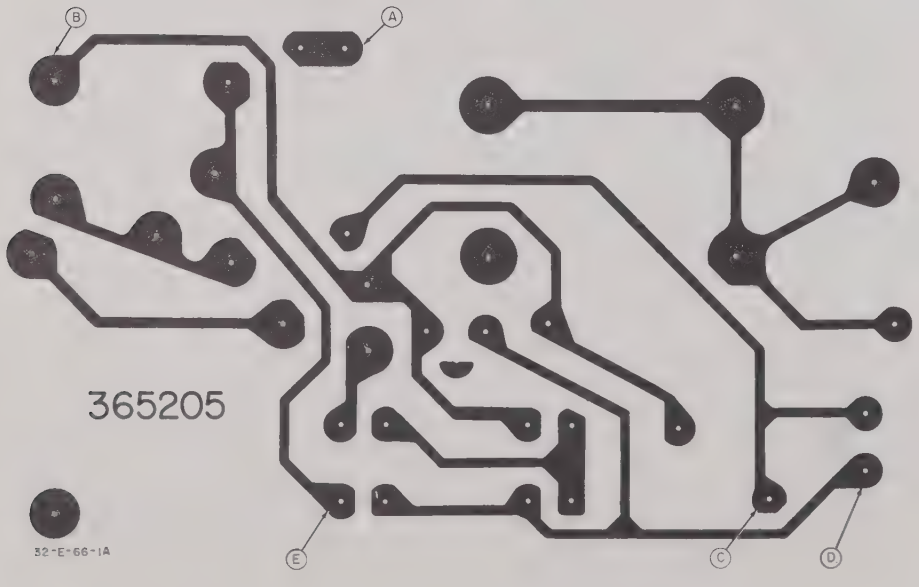
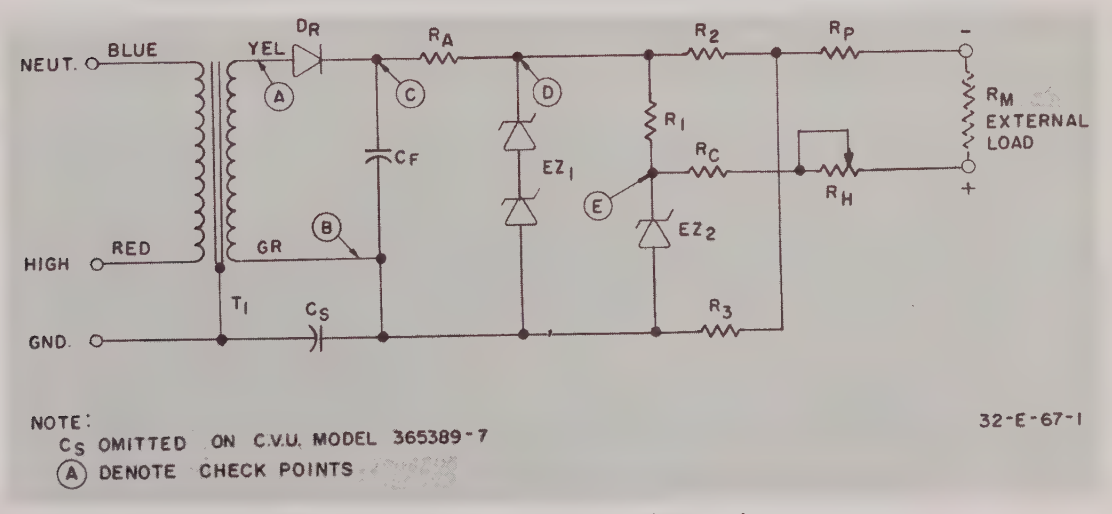

Figure 2. Printed wiring board diagram, showing test point locations.
Figure 3. Constant Voltage Unit, schematic diagram.
(1) Connect the unit as described in paragraph 1 above.
(2) Approximate voltage checks can be made from the primary of the transformer up to and including EZ2, using a multimeter. Points A, B, C; D, and E are located physically in figure 2 and schematically in figure 3.
(3) Voltages should be in accordance with Table I.